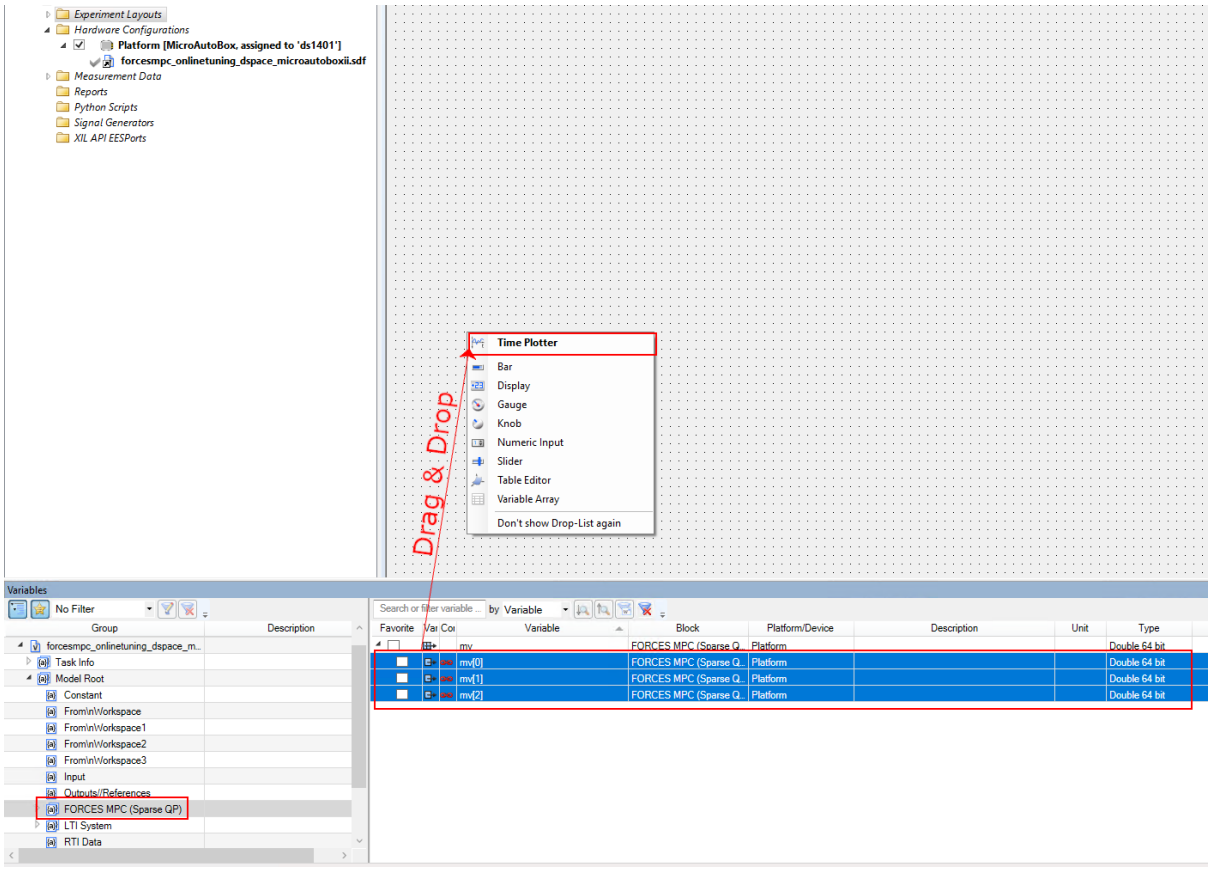

Figure 4.16: Add the variables as plots
12) Select `FORCES MPC (Sparse QP)` and Drag & Drop all the output variables together to the Layout. In the opened menu select `Time Plotter` (see Figure 4.16).